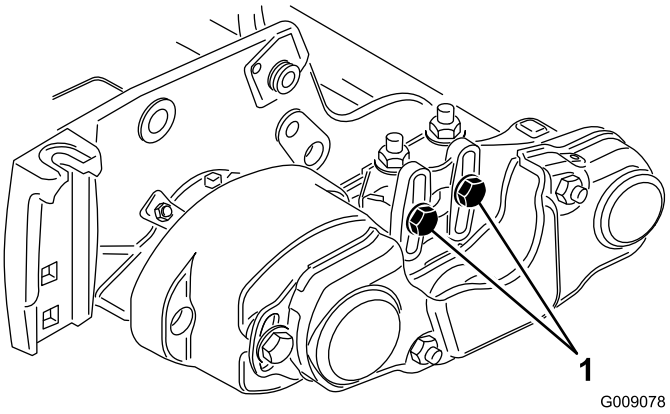
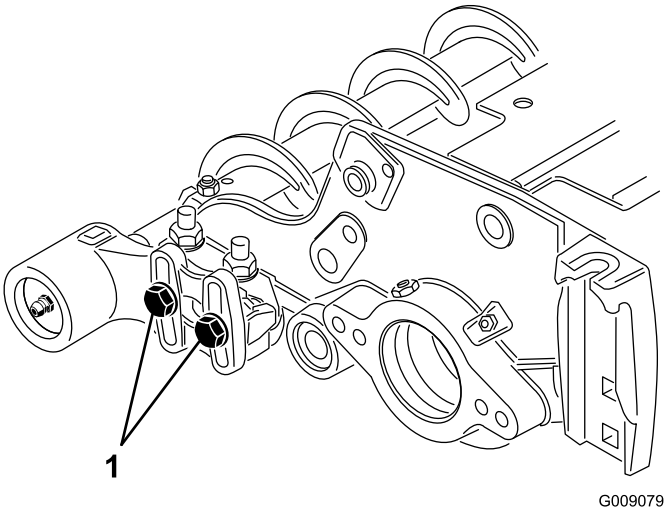

Figur 12
Figur 13
15. Løsn de to bolte, der fastgør hvert af rullebørstens lejehuse til rullebørstens monteringsbeslag (Figur 12 og Figur 13).